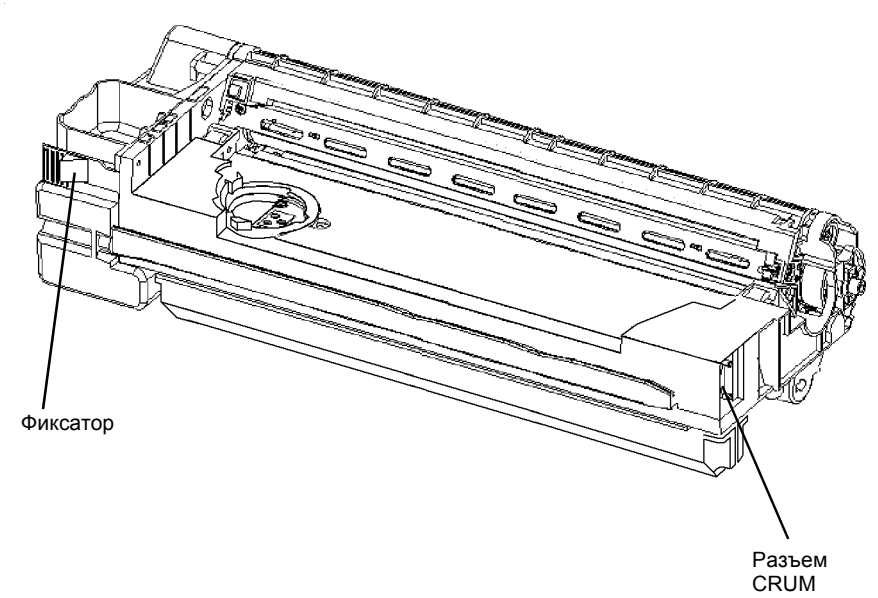

Рисунок 1 Разъем CRUM копи-картриджа
- Проверьте, что разъем CRUM чист (Рисунок 1). Проверьте, что чист соответствующий ему разъем аппарата.